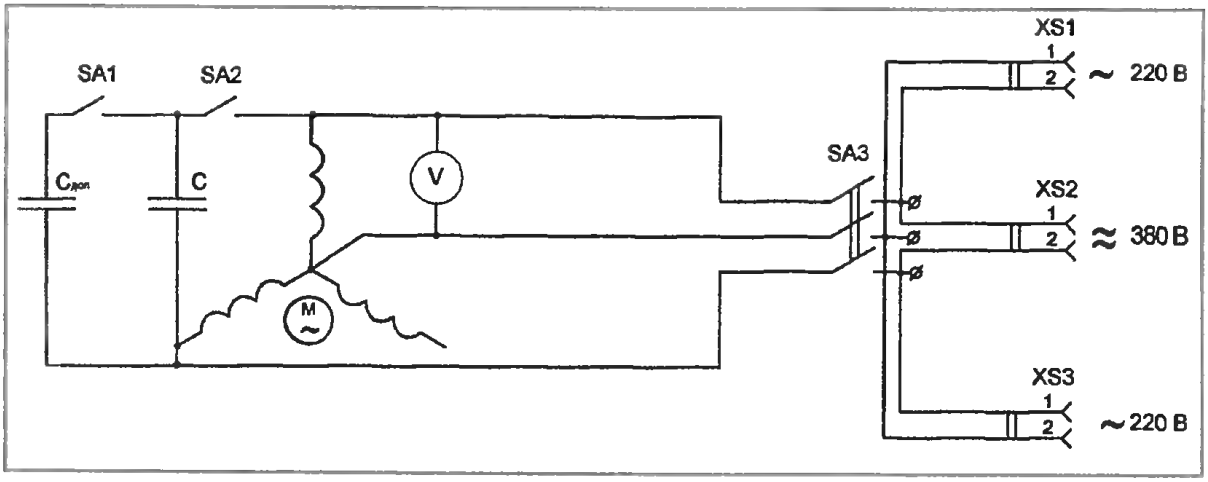

Рис. 2. Двухфазный режим асинхронного генератора
2. Вывертывают винт крепления крышки выключателя (рис. 2) и снимают ее при условии, что под выключателем держите газету, поднос или, предположим, совок для мусора. Это устранит потерю деталей, которые по той или иной причине могут выпасть в крышку.